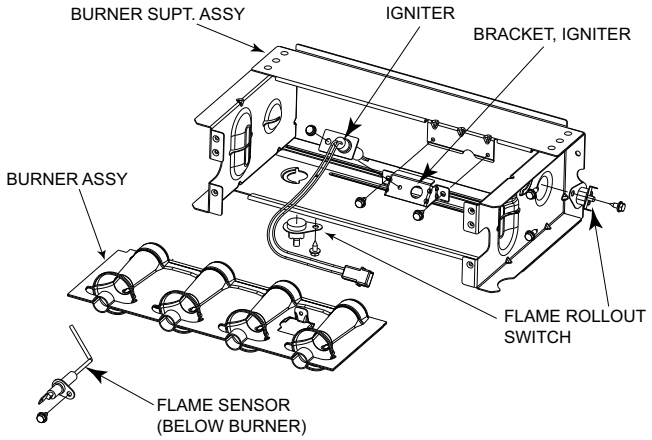
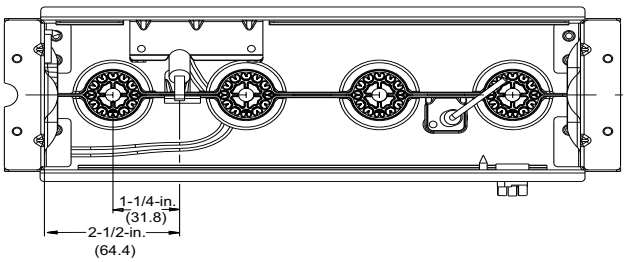
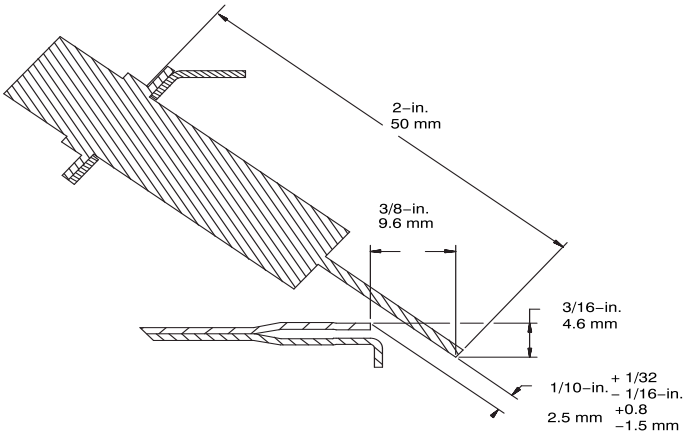

**Fig. 68 – Burner Assembly**
**Fig. 69 – Igniter Position - Top View**
**Fig. 70 – Igniter Position - Side View**
Refer to Fig. 68.
8. Check the igniter alignment. See Fig. 68, Fig. 69, and Fig. 70.
The igniter does **NOT** require annual inspection. Check igniter resistance before removal. Refer to Fig. 68, Fig. 69, and Fig. 70.
a. Using a 1/4-in. driver, remove the two screws securing the igniter mounting bracket to the burner assembly (Fig. 68).
6. To replace igniter and bracket assembly, reverse items 5a through 5d.
7. Reconnect igniter harness to the igniter, dressing the igniter wires to ensure there is no tension on the igniter itself (Fig. 68).